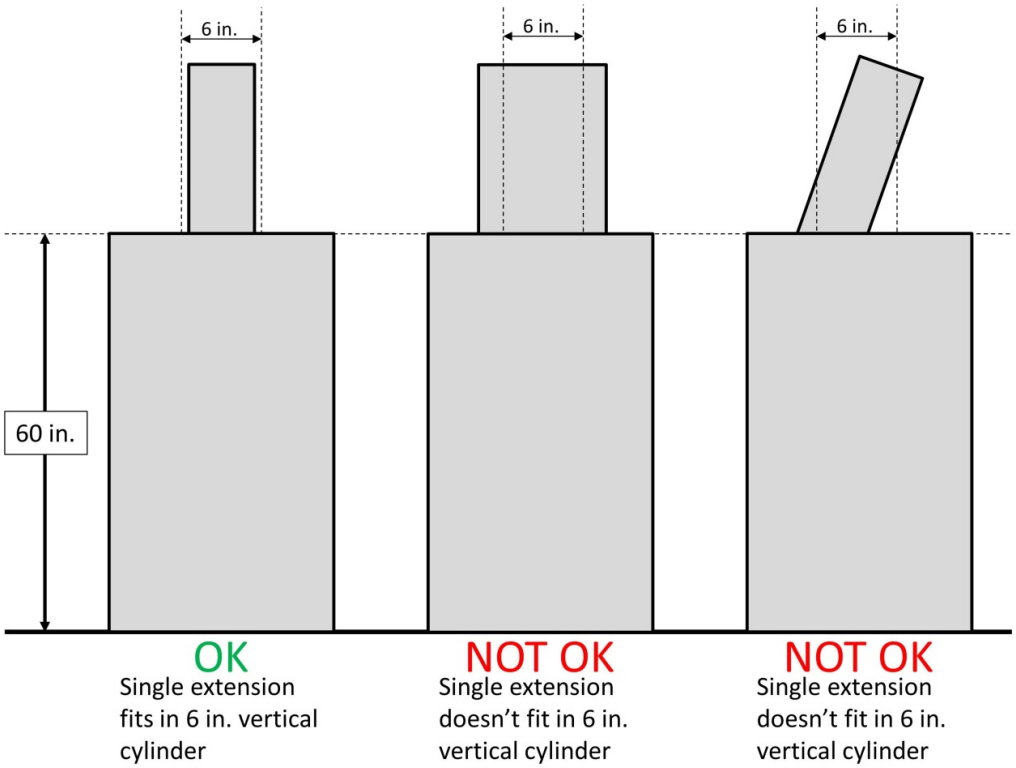
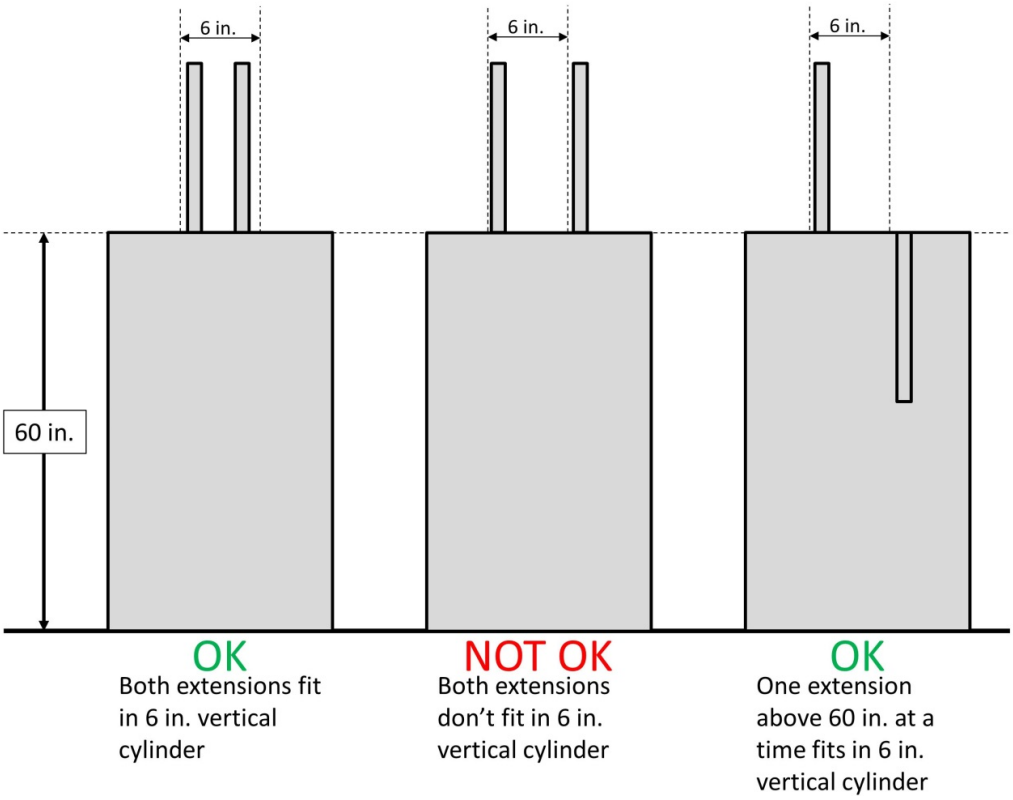

Figure 4-3: Single Vertical Extension Examples
Figure 4-4: Multiple Vertical Extension Examples
D. Any extension above 60 in. may not exceed a 6 in. diameter vertical cylinder (see Figure 4-3 and Figure 4-4 for examples), per G23.